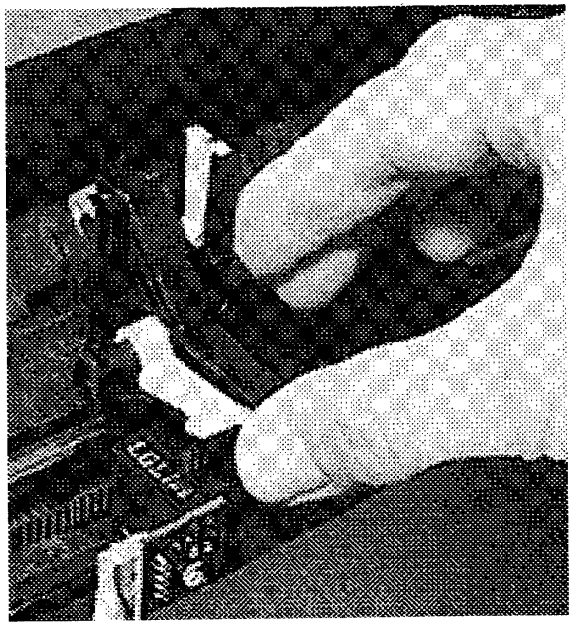

Рис. 4-22 **Снятие рычага картриджа**
2. Возьмитесь за каретку, как показано на рис. 4-22.